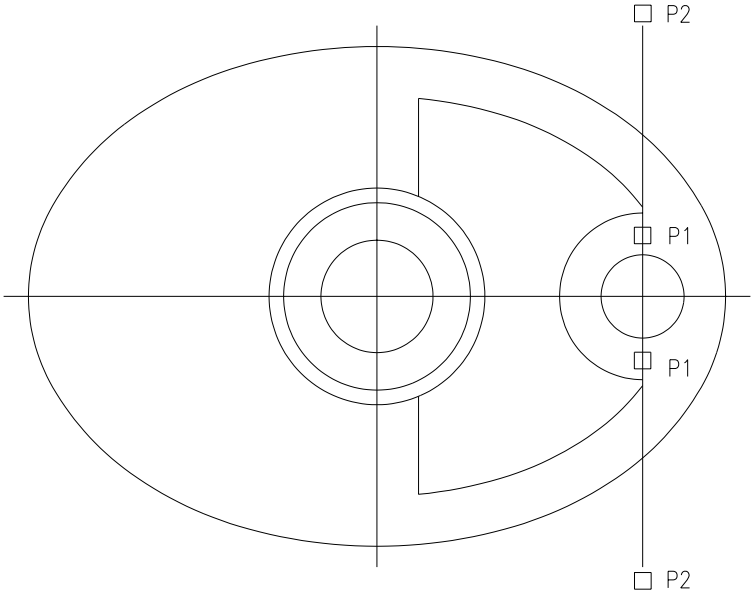

Fig. 3.15
5. Se vor „reteza” capetele unor entități pentru a putea realiza în mod corespunzător racordările. În fig. 3.15, este ilustrat rezultatul acestor operații aplicând comanda *TRIM*. De asemenea, se vor ajusta capetele liniei de axă a cercului de diametru 10 folosind comanda *BREAK*.